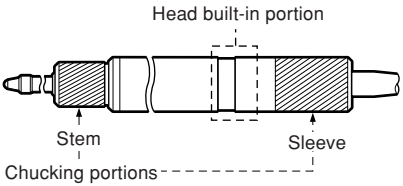

Fig. 1 Mounting positions
- Be sure to chuck the stem for mounting the measuring unit. If other portion of the measuring unit needs to be chucked, avoid chucking the name label portion (where the head is built in) and its neighborhood (Fig. 1).